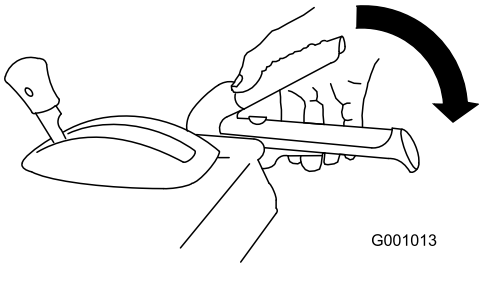

Figur 27
1. Du kan indkoble snegle-/rotordrevet ved at klemme snegle-/rotorgrebet til højre for håndtaget (Figur 27).